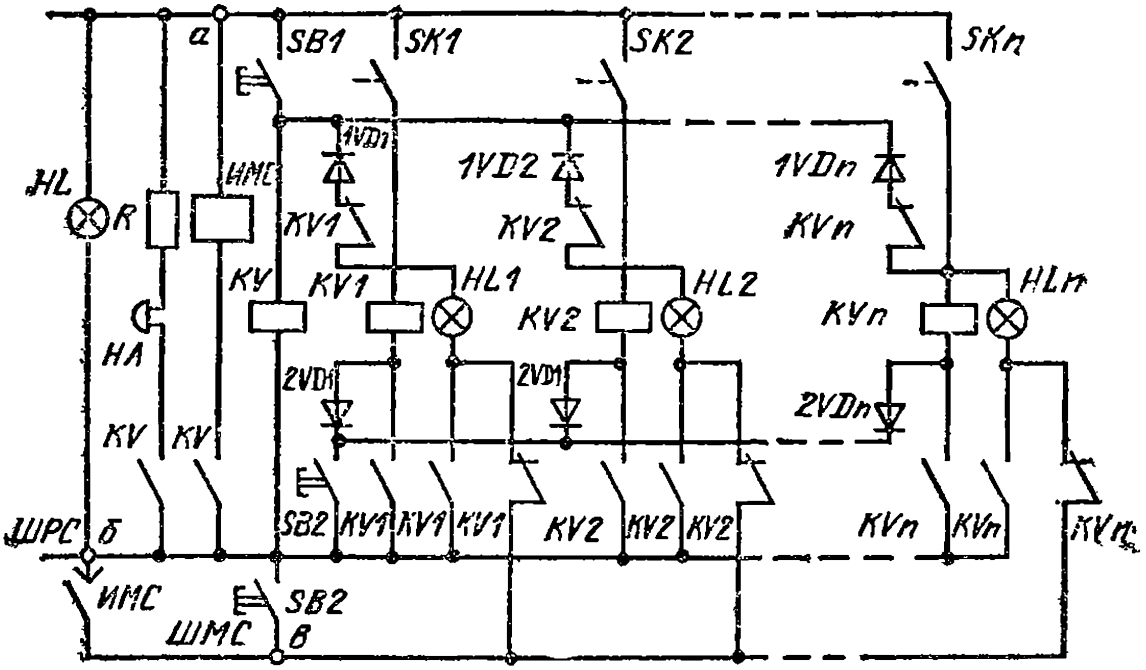

Рис. 6.9. Схема технологической сигнализации с разделительными диодами и источником мигающего света:
6.8. Вопросы по схеме на рис. 6.9.